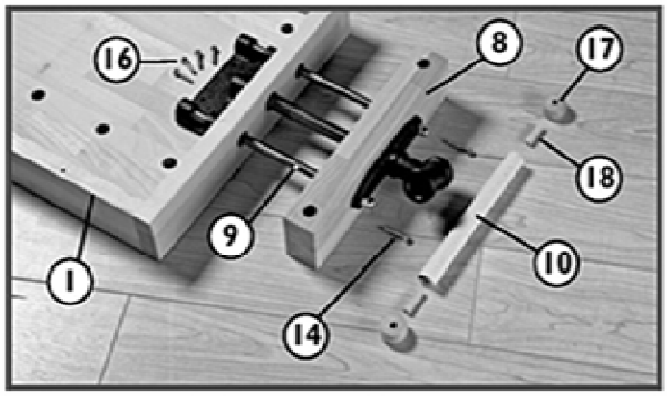

Fig. 4
4. Slide the Vice Assembly (9) through holes in the Vice Face (8) and Bench Top (1). Secure Vice assembly to the Bench Top with four 6x30mm cross-head wood screws (16) and to the Vice Face (8) with two 6x40mm cross-head wood screws (14). Feed the Vice Handle (10) through the Vice Assembly (9) and attach Handle Ends (17) with Dowels (18) and Glue (20) (Fig.4). Repeat this process to attach the other Vise Assembly to the front.